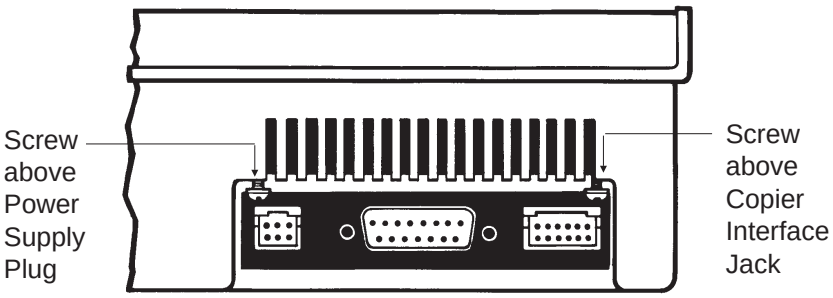

Figure 3-1: *Preparing the Accumulator for Installation*
1. Loosen and remove the screw located above the upper, left-hand corner of the power supply plug. If you purchased a cable clamp, you must also remove the screw located above the upper, right-hand corner of the copier interface jack. (Refer to Figure 3-1.)